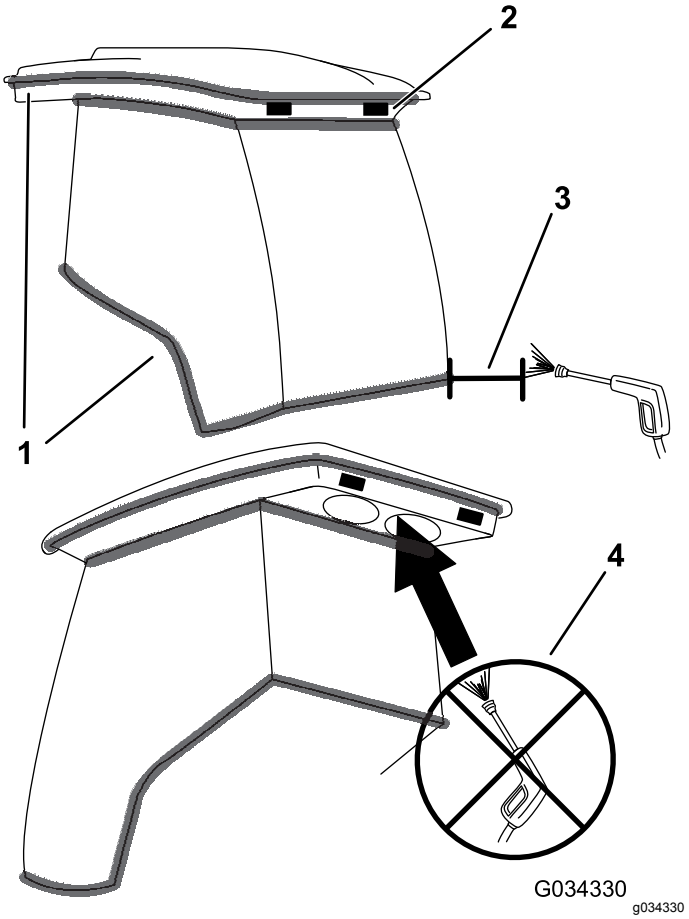

**Figuur 116**
***Belangrijk:*** **Wees voorzichtig in de buurt van afdichtingen en verlichting van de cabine (Figuur 116). Als u een hogedrukreiniger gebruikt, hou de spuitstok dan minstens 0,6 m van de machine vandaan. Richt de hogedrukreiniger niet rechtstreeks op de afdichtingen en verlichting van de cabine of onder de overhang aan de achterzijde.**